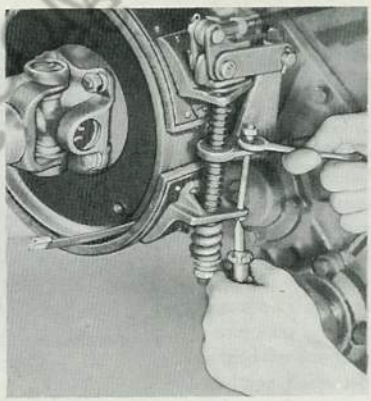

Fig. 9 Hand Brake Lining to Drum Clearance at Bottom is Adjusted as Shown
3. Loosen lock nut and draw up locating screw until there is .020" clearance between lower end of band and brake drum. Clearance should be measured about 1½" from end of lining. Tighten lock nut when adjustment is completed. Refer to Fig. 9 for adjustment method.